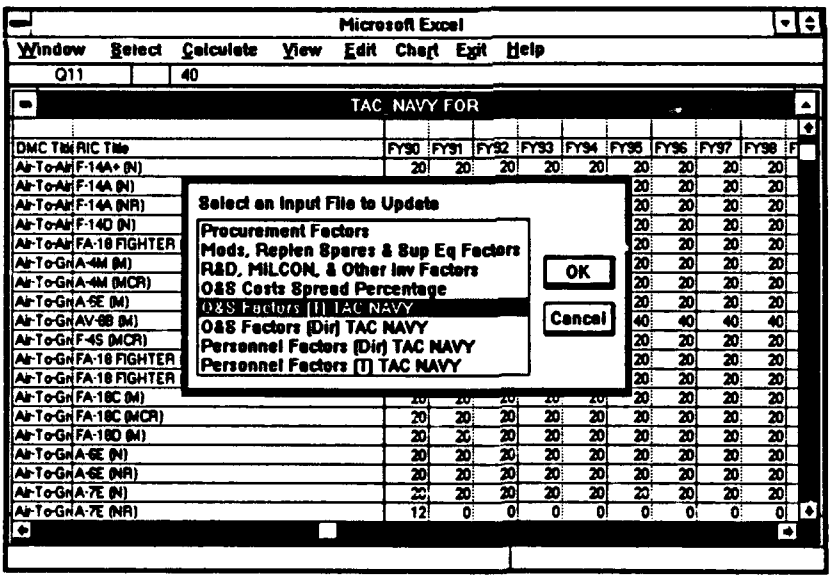

Figure 43. Selecting an Input File
A dialog box appears with a list of the available files. Select "O&S Factors (T) TAC NAVY" (Figure 43). This file contains the O&S cost factors for the total costs associated with the Navy tactical aviation forces. The file is displayed as shown in Figure 44.